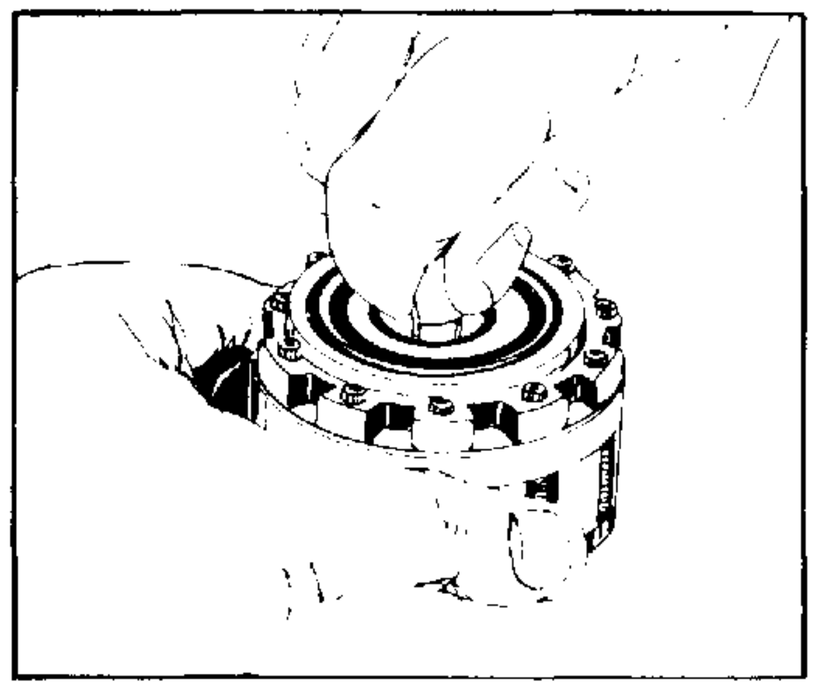

FIGURE 68.
check rotor movement 21. Grasp the drive link (16) and rotate the metering package by hand to make sure the parts do not bind. The rotor (24) should orbit inside the stator (25). If they bind, disassemble the metering package, correct the cause, and repeat the assembly and concentricity procedures. See figure 68.